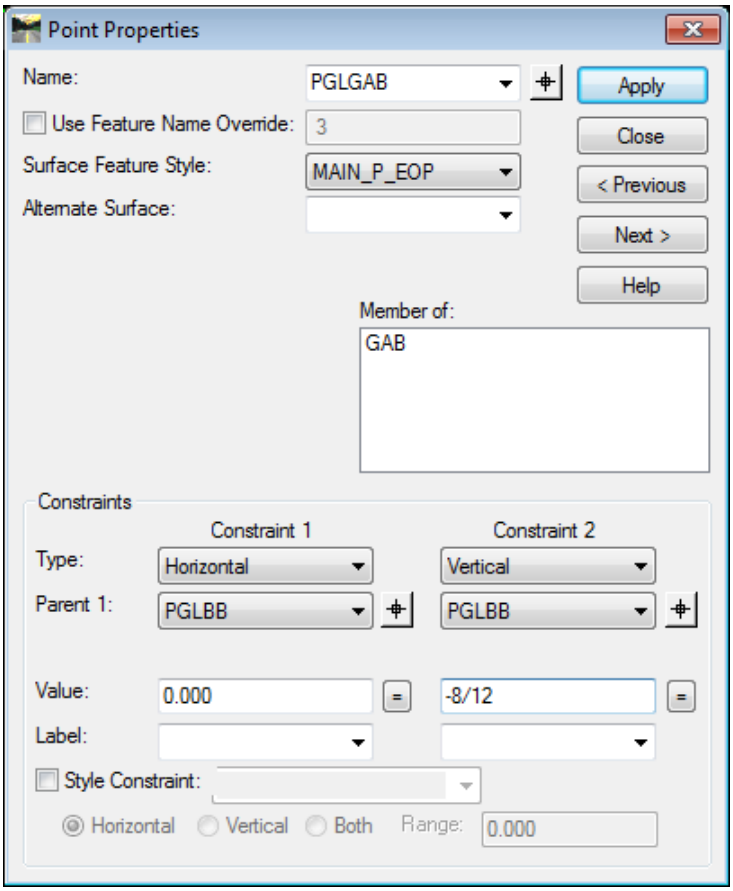

Figure L7-36 Point Properties Dialog
42.	**Rename Point 3 to PGLGAB, Apply the Surface Feature Style: MAIN_P_EOP and edit Constraints to create an 8" pavement.** • Double click Point ***3***. • Match the entries shown in *Figure L7-36*. • Click **Apply** & **Close**.